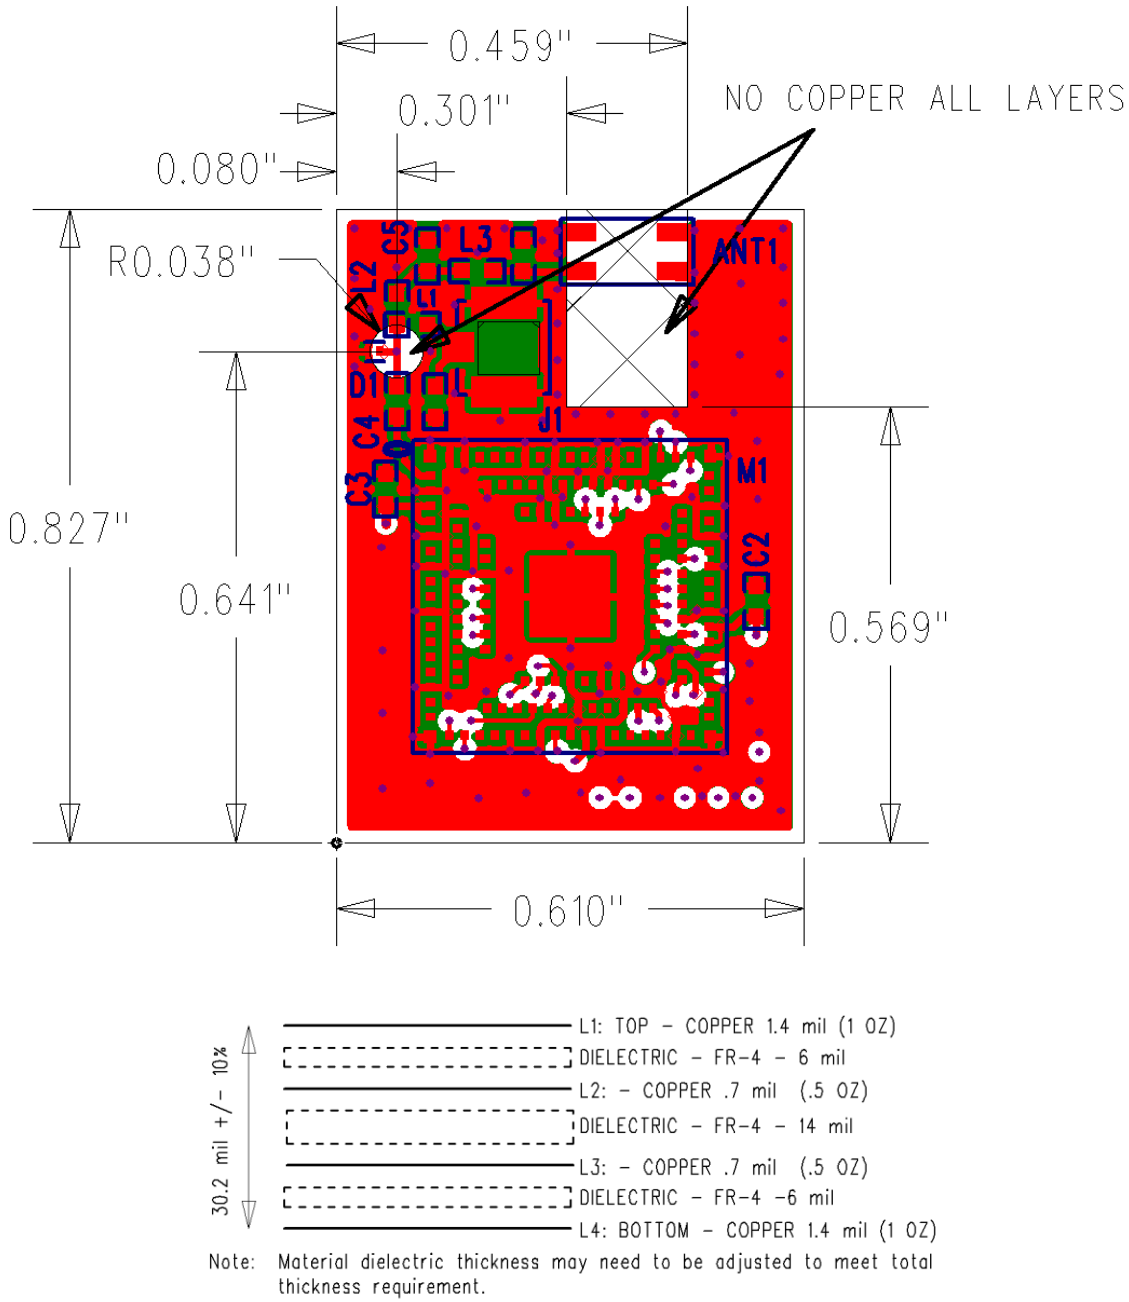
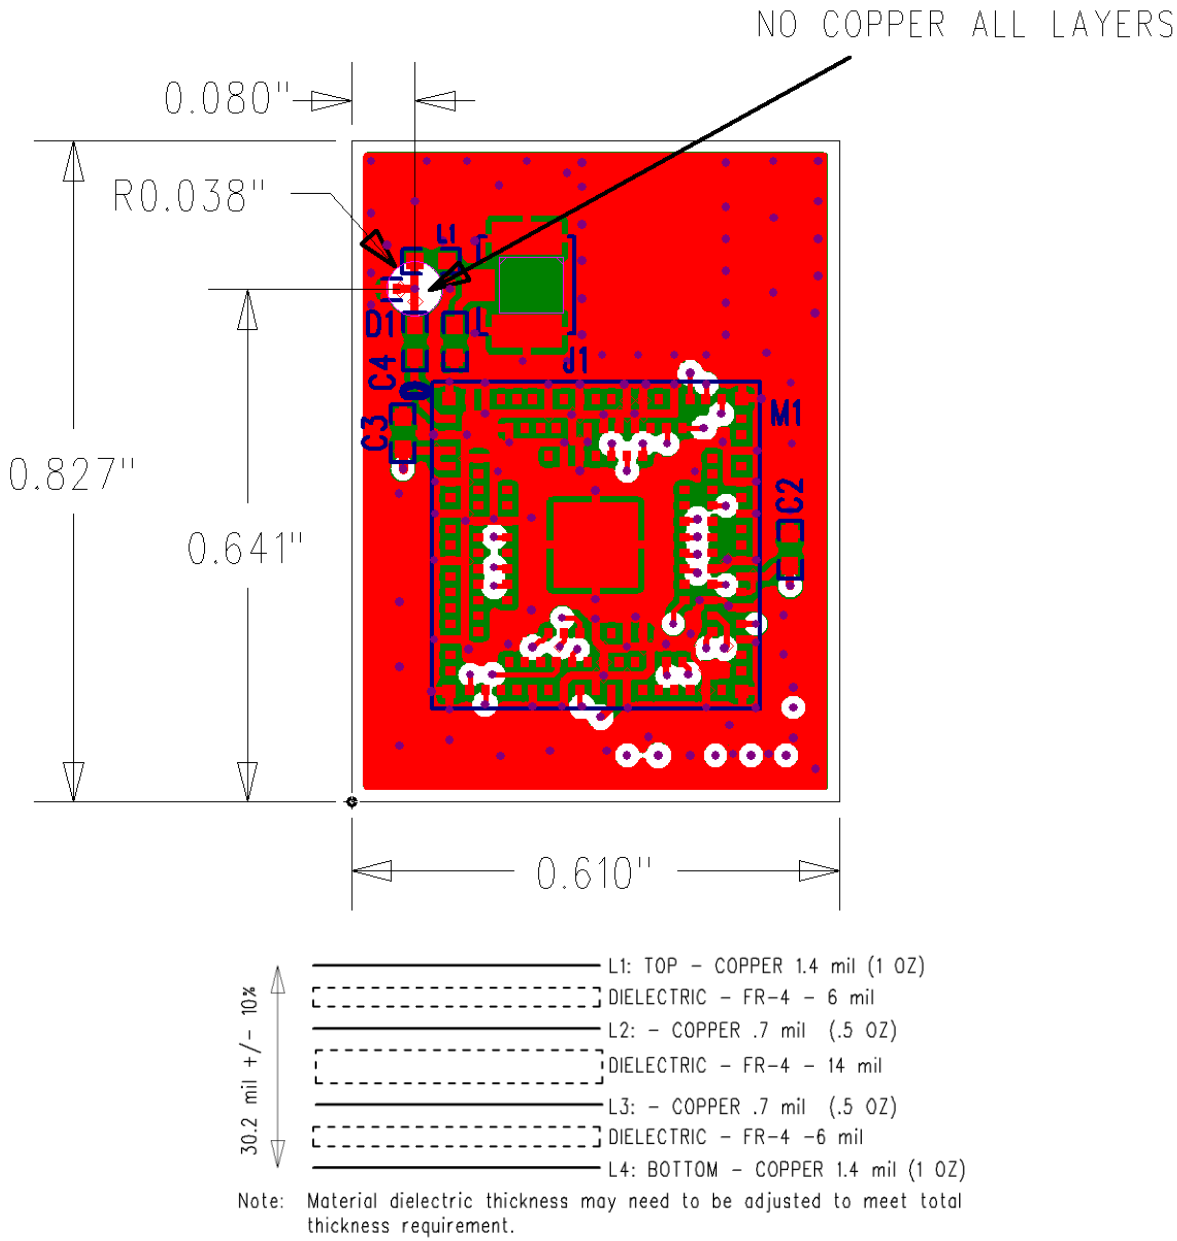

Figure 1 SIP Module with Chip Antenna Reference Design
Figure 4 SIP Module with U.FL (External Antenna) Reference Design
To integrate LSR Sterling-LWB SIP Module into a design using a chip antenna, the full 4-layer Chip Antenna PCB reference design is shown in Figure 1, and Bill of Materials Table 4. Visit **http://www.lsr.com.** For the latest Schematics and CAD files.
To integrate LSR Sterling-LWB SIP Module into a design using external U.FL connector, the full 4-layer U.FL (external antenna) PCB reference design is shown in Figure 4 and Bill of Materials Table 6. **http://www.lsr.com.** For the latest Schematics and CAD files.
It is not required to replicate the entire design, but what is required is the circuitry and layout as it pertains to the antenna configuration being used in your design as shown in Figure 1 and Figure 4.
When integrating the Sterling-LWB SIP module (LSR Part Number 450-0159) into a host PCB that uses the certified Chip Antenna, the PCB layout shown in Figure 1 should be followed. It is acceptable to either populate or remove the U.FL circuitry J1 on any of the designs. Visit **http://www.lsr.com** for current PCB and Schematic CAD files.
When integrating the Sterling-LWB SIP module (LSR Part Number 450-0159) into a host PCB that uses a U.FL connector (External Antenna), the PCB layout shown in Figure 4 should be followed. Visit **http://www.lsr.com** for current PCB and Schematic CAD files.
*Note: For a reference design which integrates both U.FL and chip antenna modules, follow the Host PCB design for the hip antenna module (*Figure 1*).*